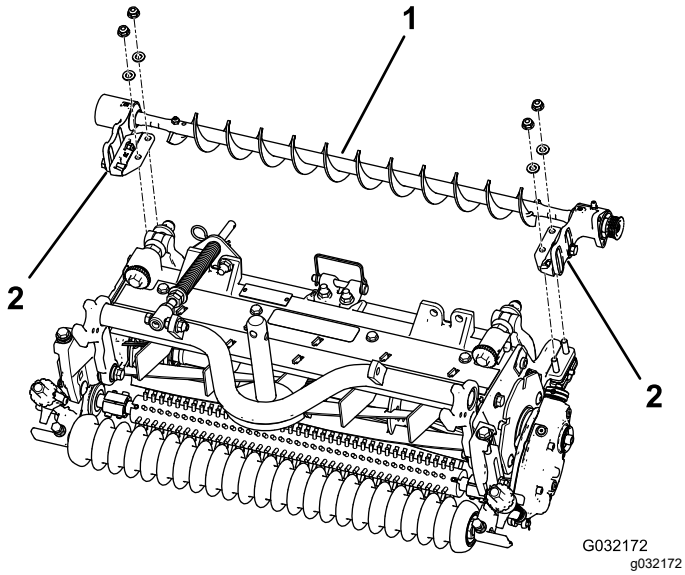

Bild 7
4. Setzen Sie die linke oder rechte Befestigungshalterung der Rollenbürste auf die Schrauben der Rollenhalterung (Bild 7).